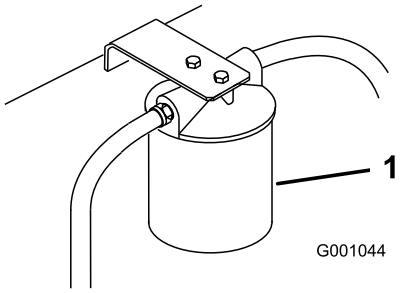

Figur 70
3. Plasser et tappefat under filteret, fjern det gamle filteret og tørk av filteradapterens pakningsflate (Figur 70).